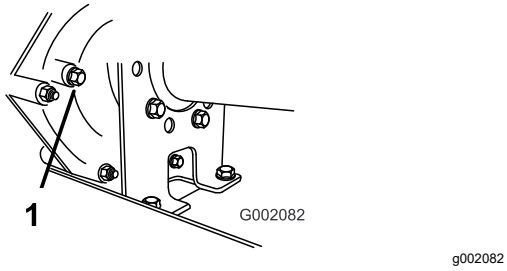

Figur 58
2. Fjern bolten fra niveauindikatorhullet (Figur 58).